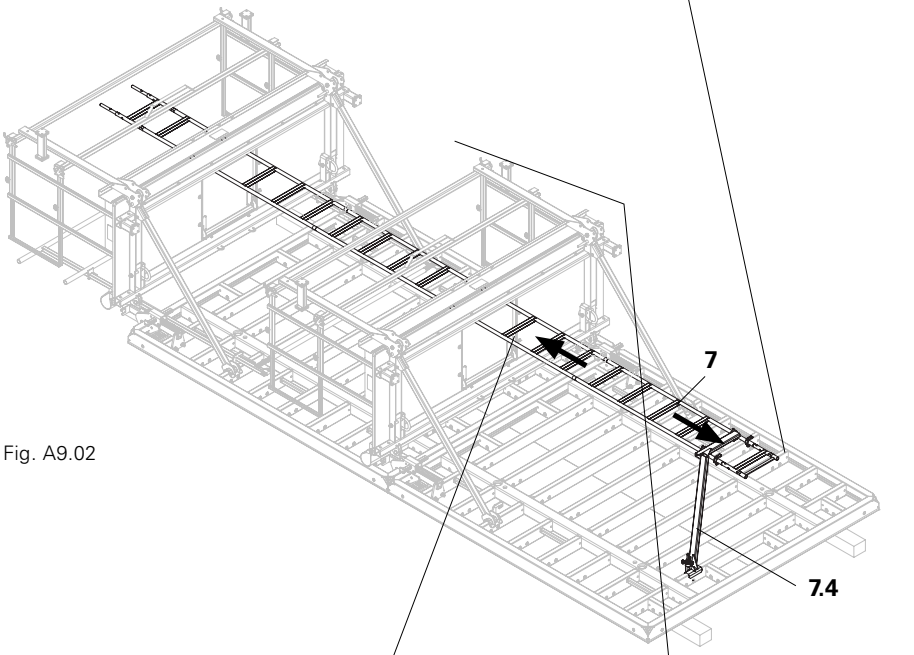

Fig. A9.02
2. Bloquer l’échelle à l’aide de la goupille sur la fixation d’échelle MXP (7.4). (Fig. A9.02 et A9.02a)